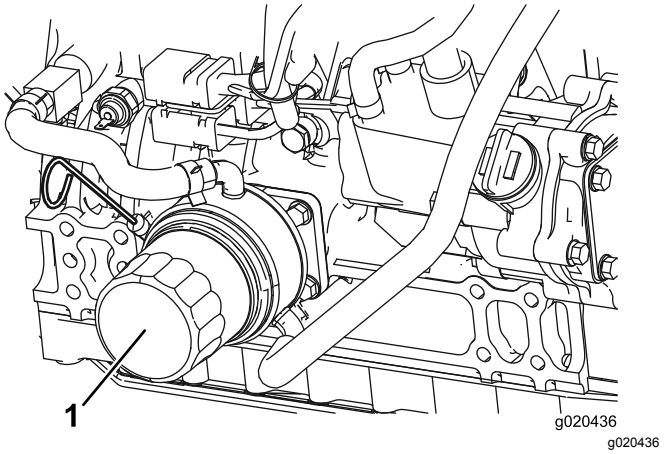

Figura 60
2. Retire el filtro de aceite (Figura 60).